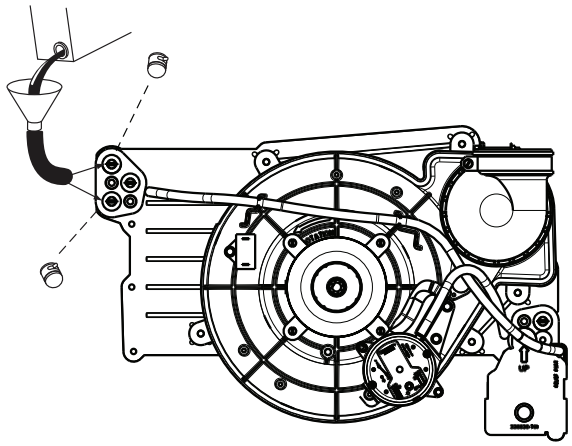

Fig. 60 - Priming Condensate Trap
1. Remove upper and middle collector box drain plugs opposite of the condensate trap. See **Fig. 60**.
2. Connect field-supplied 5/8-in. (16 mm) ID tube with attached funnel to upper collector box drain connection. See **Fig. 60**.